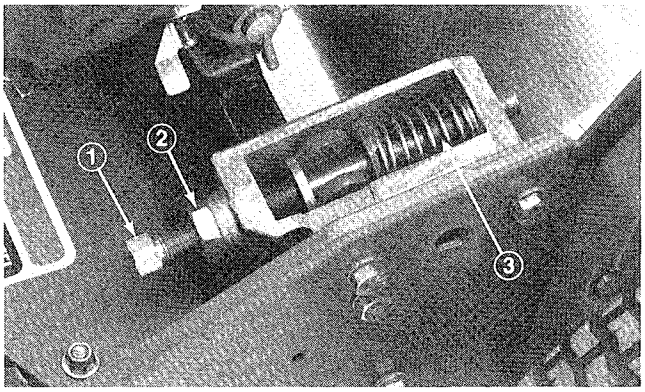
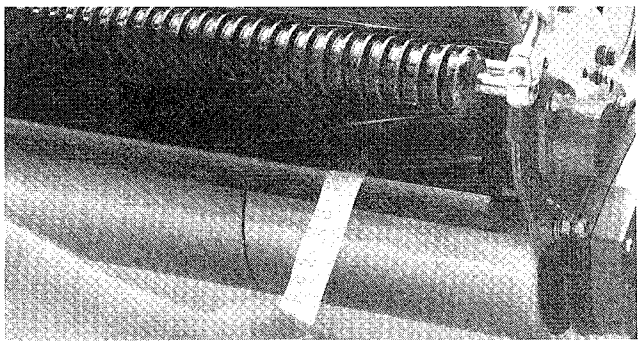

Figure 7
Figure 8
1. Position machine on a flat, level work surface. Make sure reel contact is removed by loosening jam nuts on bedknife adjusting screws and rotating adjusting screws counterclockwise (Fig. 7).
3. On one end of front side of reel, insert a long strip of newspaper between reel and bedknife (Fig. 8). While slowly rotating reel forward, tighten bedknife adjusting screw, (on same end of reel),one flat at a time, until paper is pinched lightly, when inserted from the front, parallel to the bedknife, which results in a slight drag when paper is pulled (Fig. 7).
5. After adjustment is accomplished, check to see if reel can pinch paper when inserted from the front and cut paper when inserted at a right angle to the bedknife (Fig. 8). It should be possible to cut paper with minimum contact between the bedknife and the reel blades. Should excessive reel drag be evident (more than 7 inch pounds) it will be either necessary to backlap or regrind the cutting unit to achieve the sharp edges needed for precision cutting (see Toro reel sharpening manual).
**WARNING: Use caution if removing bedbar because adjusting screw springs (Fig. 7) are under tension and could release suddenly.**